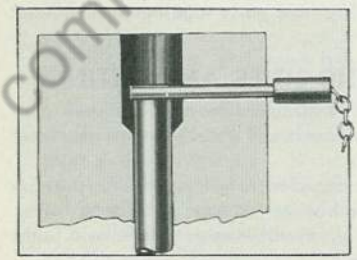

Fig. 30 Install Tubing to Proper Depth
2. Place new compression coupling nuts on tubing. Dip end of tubing to be flared in Hydraulic Brake Fluid. This lubrication results in a better formation of the flare. Loosen clamping nuts on flaring tool, and insert finished end of tubing in channel of the die until it bears against the stop pin. Fig. 30.